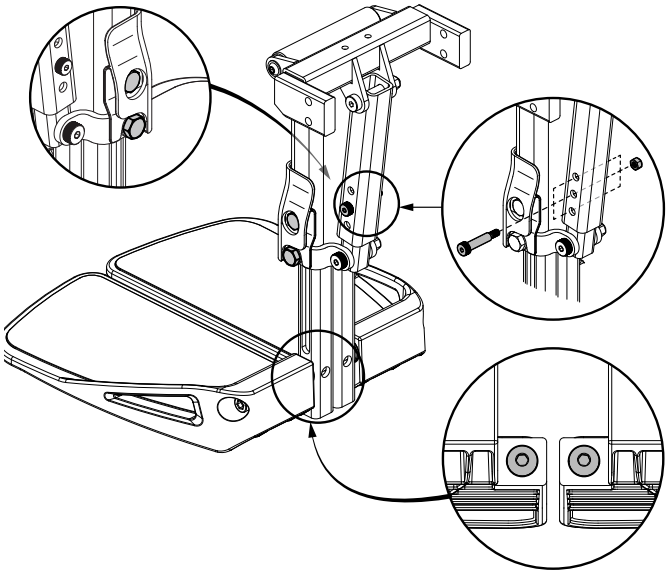

Figure 12. Foot Platform Adjustment
- Position the anchor point for the rear tie-down straps directly behind the rear securement points on the power chair. The front tie-down straps should be anchored to floor points that are spaced wider than the power chair to provide increased stability. **See figure 12.**
1. Remove the hardware from the foot platform bracket. **See figure 12.**
1. Flip up the foot platform and locate the screw. S**ee figure 12.**